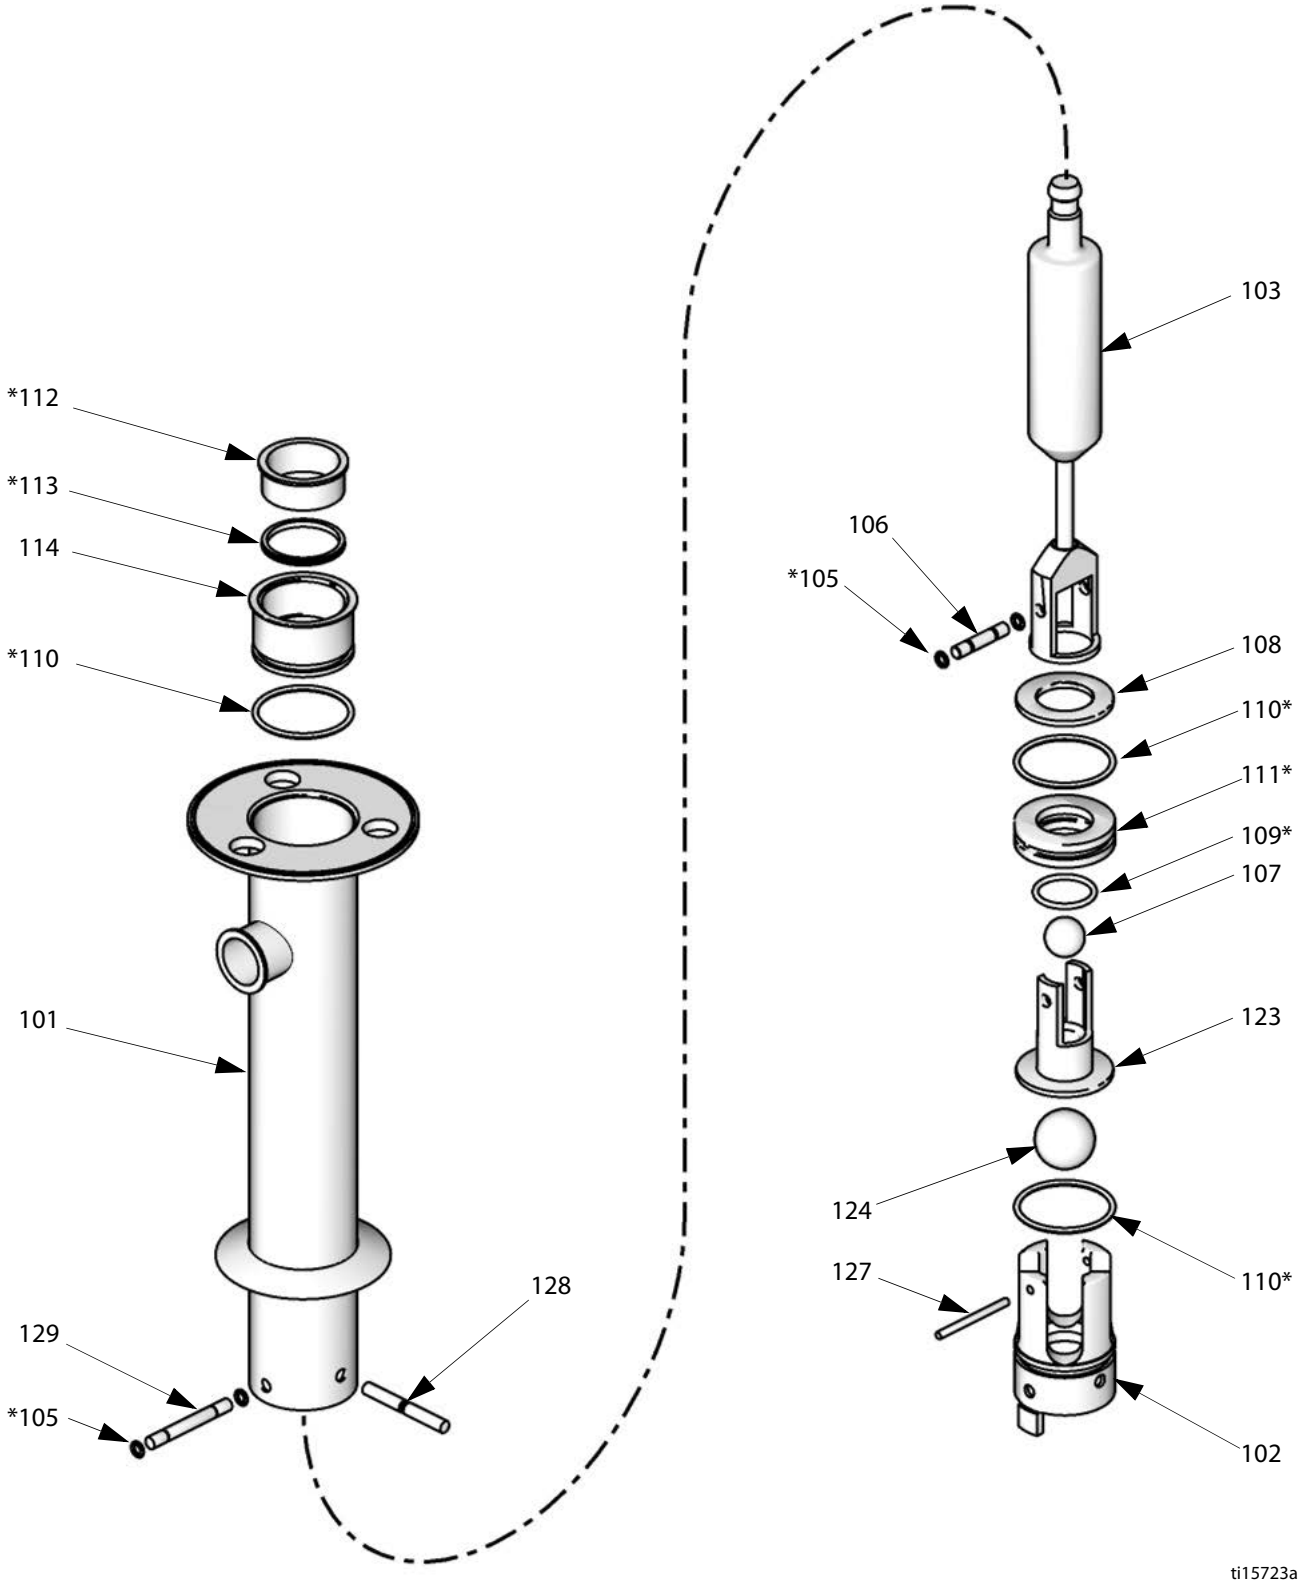

Рис. 6. Сборочный узел насоса с двухшаровым затвором
1. **Поршневые насосы моделей 24G754, 24G755 и 24G756:** См. Рис. 6. Снимите корпус (102) впускного клапана. Для этого следует извлечь фиксирующие штифты (128, 129) и уплотнительные кольца (105) и вынуть клапан из цилиндра (101). Разберите клапан. Очистите и осмотрите детали.